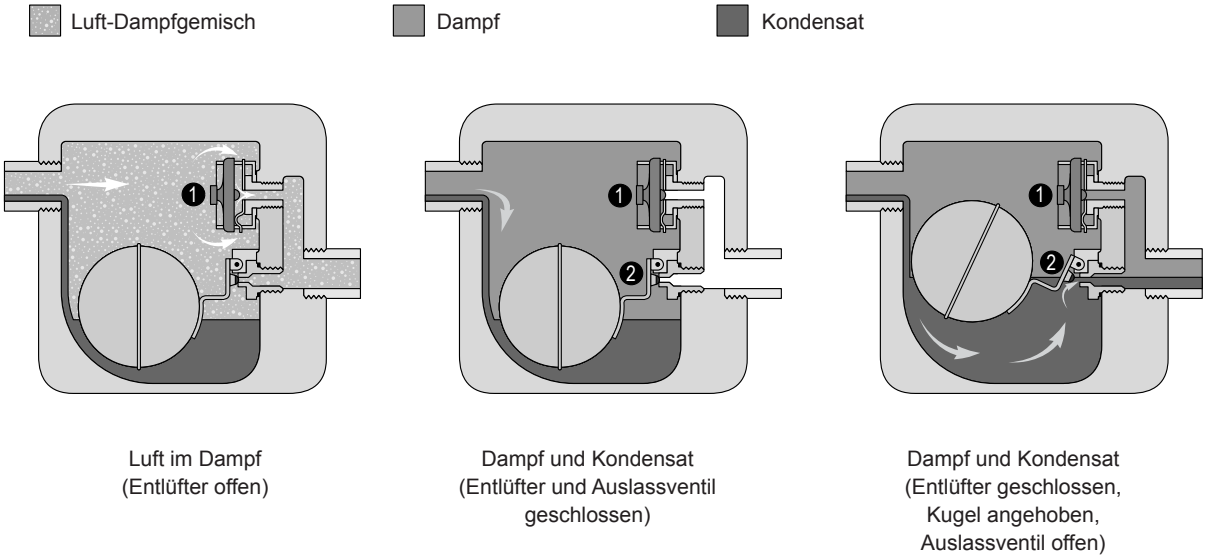

Abb. 19: Funktionsweise Kugelschwimmer Kondensatableiter
Befindet sich Luft im Dampf, wird die Sattdampftemperatur zum entsprechenden Druck nicht erreicht und das Thermo-Entlüfterelement (1) öffnet sich (siehe *Abb. 19, links*). Sobald die Luft aus dem Kugelschwimmer entwichen ist, steigt die Sattdampftemperatur und das Thermo-Entlüfterelement schliesst (siehe *Abb. 19, mitte*).
Das aus der Ventileinheit anfallende Kondensat sammelt sich im Schwimmergehäuse. Befindet sich kein oder nur wenig Kondensat im Schwimmergehäuse ist das Auslassventil (2) geschlossen, das über einen Hebel mit dem Kugelschwimmer verbunden ist (siehe *Abb. 19, mitte*). Steigt das Kondensatniveau an, wird der Kugelschwimmer angehoben, öffnet über den Hebel das Auslassventil und das Kondensat fliesst ab (siehe *Abb. 19, rechts*).